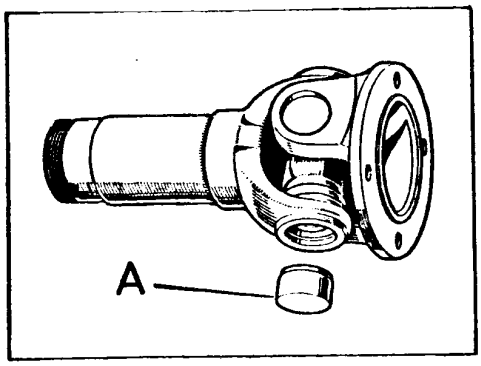

Fig. D-10 Segunda fase del desmontaje del cojinete
1.5. Girar la junta y retirar el cojinete, A (Fig. D-10).